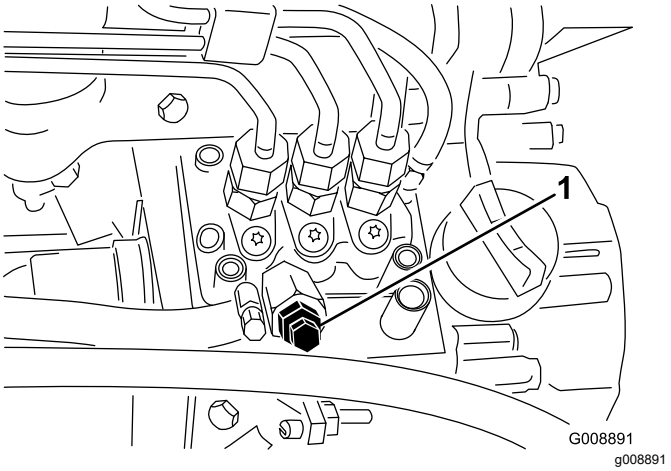

Rysunek 51
4. Odkręć śrubę odpowietrzania na pompie wtryskowej paliwa (Rysunek 51).